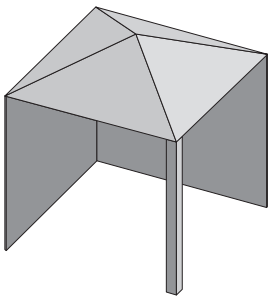
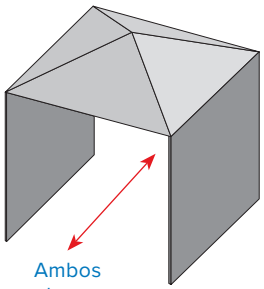

Fig. 2
Fig. 3
- » Las paredes laterales pueden ser paralelas, como en una galería, o estar en ángulo recto entre sí. **(Fig 2 y Fig 3)**